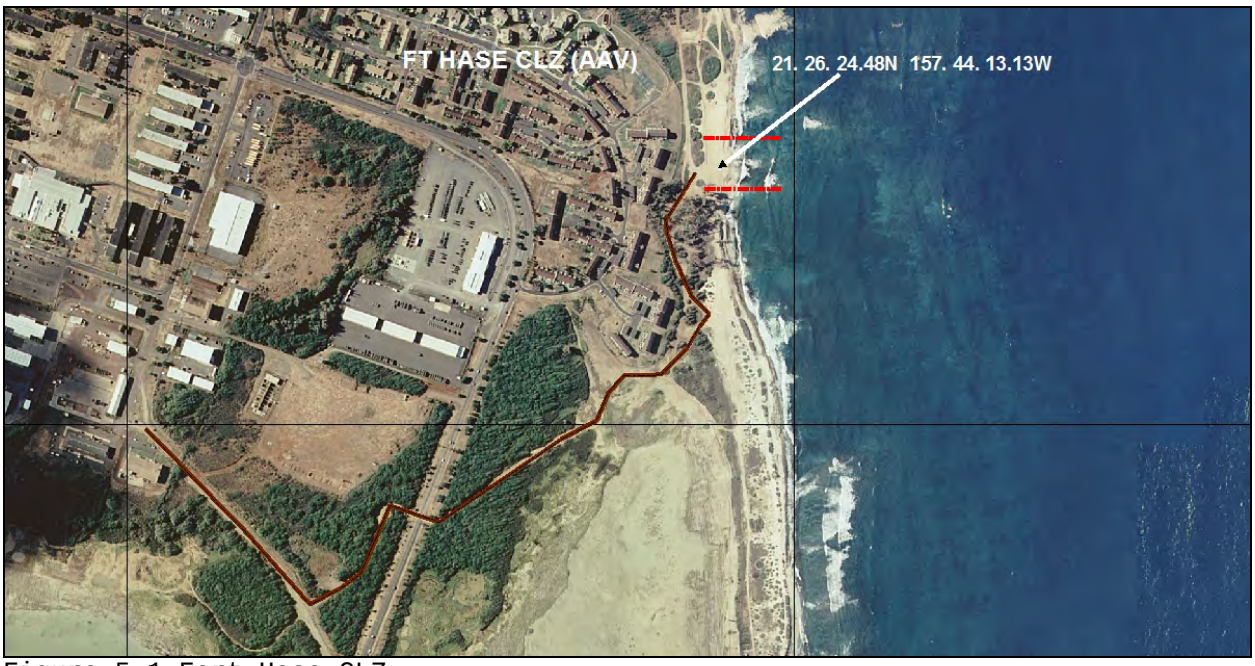

Figure 5-1 Fort Hase CLZ
1. Fort Hase Beach is located aboard MCB Hawaii and has been established as a CLZ. The location of CLZ Fort Hase is depicted in Figure 5-1.
11. Under no circumstances is live-fire training permitted aboard MCB Hawaii at CLZ Fort Hase. The use of any type of "tear" or "riot control" gas is prohibited. Immediately notify MCB Hawaii Range Control at (808)257-3180 if any explosive ordnance item is discovered during an exercise.